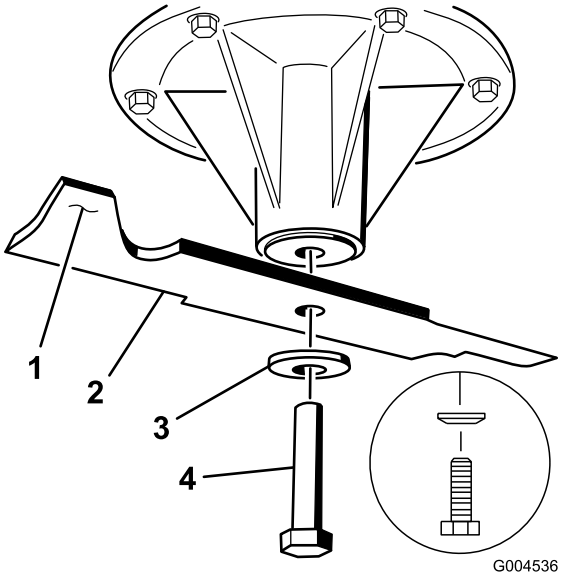
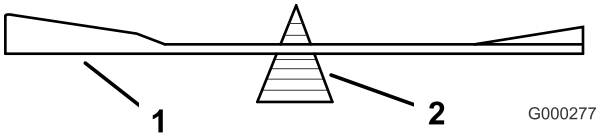

Figur 80
Figur 82
2. Fjern skæreknivsbolten, den buede skive og skærekniven fra spindelakslen (Figur 80).
2. Kontroller skæreknivens balance ved at placere den på en afbalanceringsenhed (Figur 82). Hvis skærekniven forbliver i en vandret position, er skærekniven afbalanceret og kan benyttes. Hvis skærekniven ikke er afbalanceret, skal der slibes lidt mere metal af enden af sejlområdet (Figur 80). Gentag denne procedure, indtil skærekniven er afbalanceret.